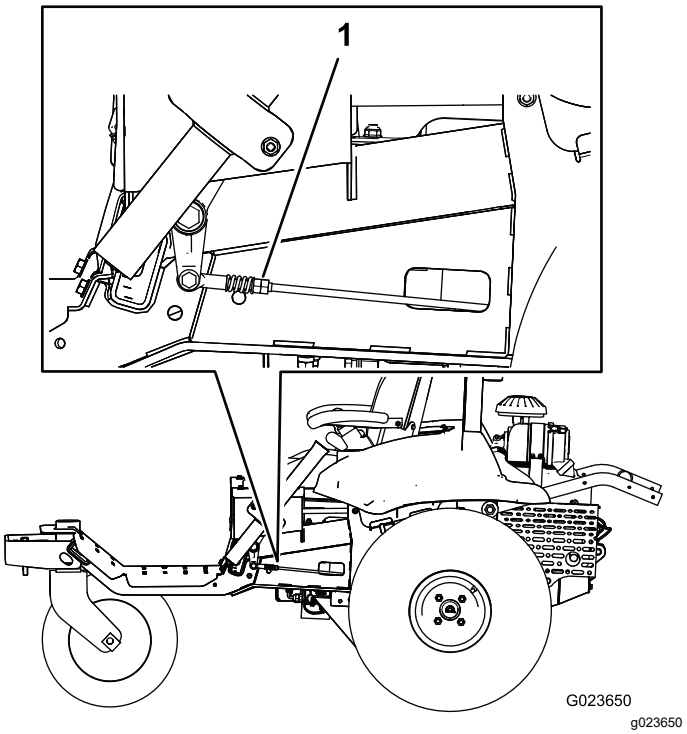

**Figuur 60**
7. Draai aan de ene kant van de machine traag aan de dubbele moeren van de verbinding (Figuur 60) tot het wiel aan die zijde gaat draaien. Draai de dubbele moeren vervolgens in de andere richting tot het wiel in de andere richting gaat draaien.